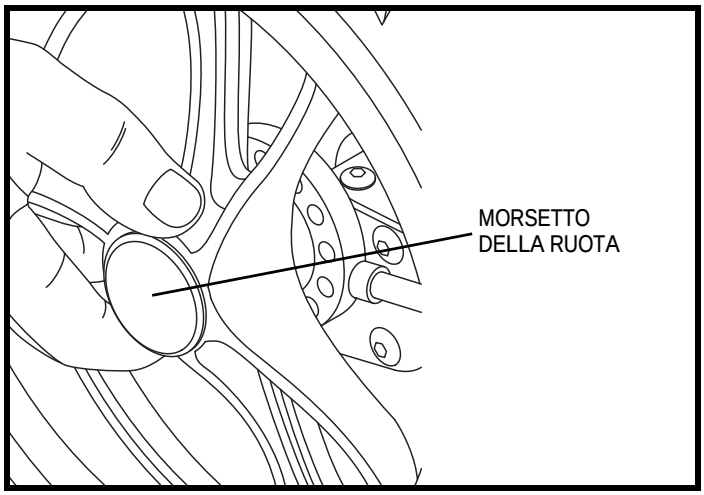

Figura 20. Ruota posteriore di Kids FAST
3. Premere il morsetto sulla ruota e inserire la ruota nell'asse. **Vedere la figura 20.**